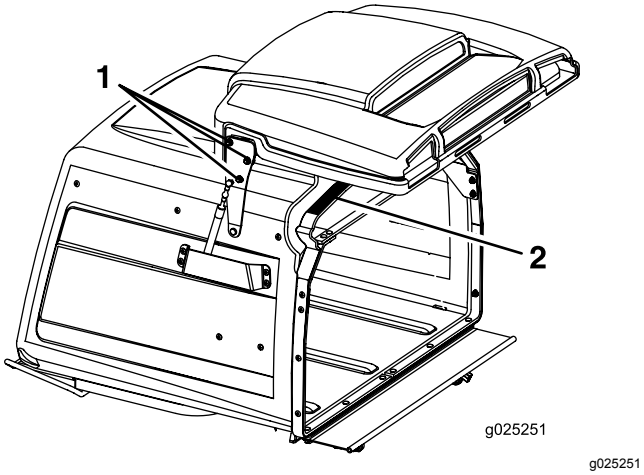

**Figuur 69**
3. Maak de zes moeren van de scharnieren van het deksel los (Figuur 69).
4. Open het deksel en plaats een rubberen strip (9,5 mm) of slang van (diameter 9,5 mm) tussen de hopper en het deksel van de hopper (Figuur 69).